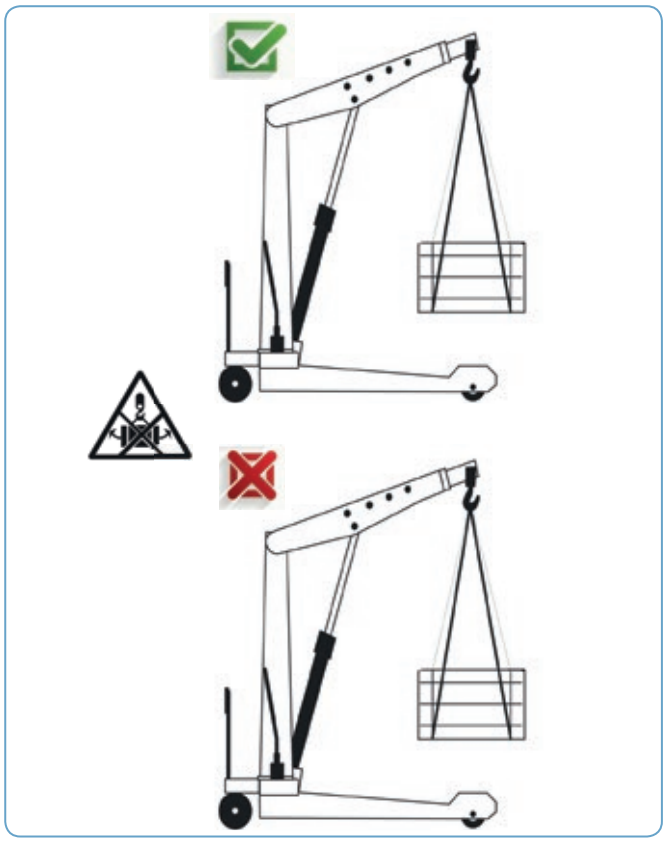

Afbeelding 4
- Let er bij het verplaatsen en/of optillen op dat de lading niet slingert. Als de lading slingert, stop dan elke beweging onmiddellijk (afb. 4)!